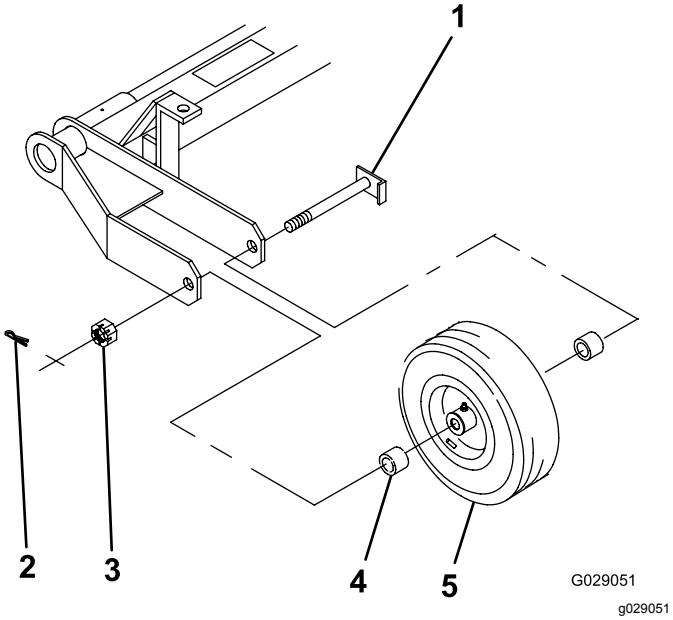

Рисунок 3
1. Расположите колесо в сборе и две колесных проставки (по одной с каждой стороны ступицы колеса) в промежутке рамы, как показано на Рисунок 3.
2. Проденьте ось сквозь раму, проставки и колесо (Рисунок 3).
3. Наверните прорезную гайку на ось (Рисунок 3) и затяните ее ручным ключом с моментом от 8 до 20 Н·м.
7. Установите шплинт (Рисунок 3).